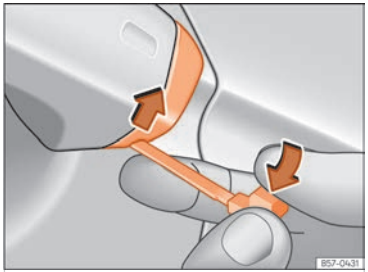

Fig. 56 Maneta de la porta del conductor: desprendre la tapa fent palanca.
- Introduïu la clau d'emergència dins l'obertura inferior de la tapa de la maneta de la porta del conductor i aixequeu la tapa ››› fig. 56.